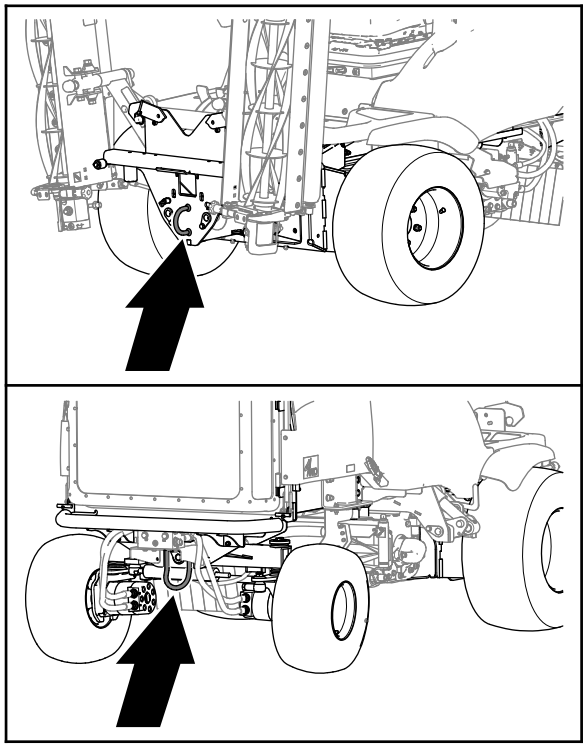

Figur 34
5. Koble en **ubøyelig** slepestang mellom sleperingen på fronten av maskinen og tauekjøretøyet (Figur 34).